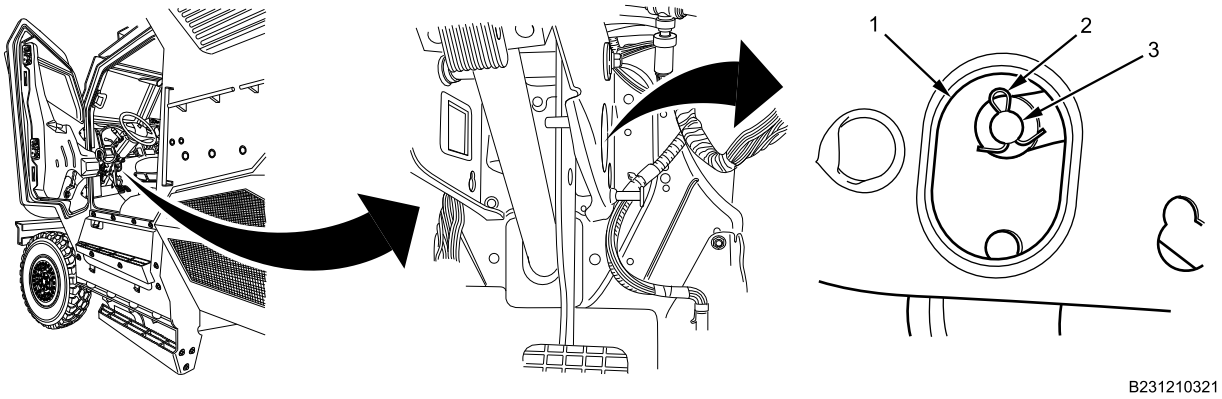

Figure 1. Brake Pedal Yoke Pin Cotter Pin.
1. Remove brake pedal cotter pin (Figure 1, Item 2) from yoke pin (Figure 1, Item 3) through Driver Control Module (DCM) right side access opening (Figure 1, Item 1). Discard cotter pin (Figure 1, Item 2).